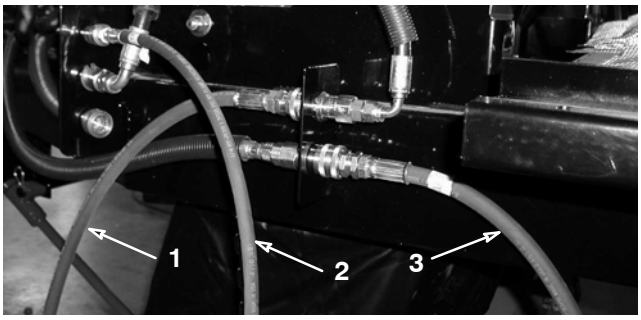

**Figura 4**
5. Conecte los conectores rápidos de los manguitos del motor hidráulico a los conectores del Versa Vac según muestran la Figura 4.